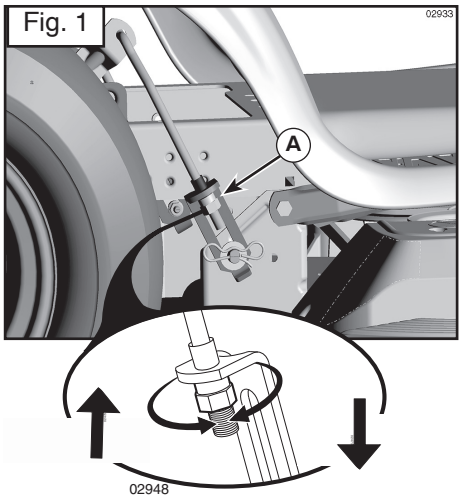

Fig. 1
3. Drehen Sie mit einem 3/4“ oder einem verstellbaren Schraubenschlüssel die Stellmutter (A) der Hebeverbindung nach links, um die Seite des Mähers zu senken, oder nach rechts, um sie zu heben (Fig.1).
3. Avec une clé de 3/4 de pouce ou une clé réglable, faites tourner l'écrou de réglage (A) vers la gauche pour baisser la tondeuse ou vers la droite pour la monter (Fig. 1).
3. Con una llave inglesa de 3/4” o regulable, girar la tuerca (A) del ajuste de la biela levantadora hacia izquierda para bajar el cortacésped o hacia la derecha para alzar el cortacésped (Fig. 1).
3. Utilizzando una chiave da 3/4” o regolabile, ruotare il dado di regolazione dell'articolazione di sollevamento (A) verso sinistra per abbassare il rasaerba, oppure verso destra persollevarlo (Fig. 1).
3. Draai met een verstelbare sleutel of een sleutel van 3/4” de afstelmoer van de hefkoppeling (A) naar links om de maaier te verlagen, of naar rechts om de maaier te verhogen (Fig. 1).